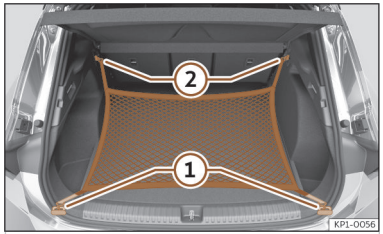

Abb. 191 Im Gepäckraum: Ösen (1) und Haken (2) zum Einhängen des Gepäckraumnetzes.
- Hängen Sie die kurzen Haken des Netzes in die Verzurrösen ein ››› **(Abb. 191)** ① ››› ⚠. Der Reißverschluss des Gepäckraumnetzes muss dabei nach oben zeigen.
- Befestigen Sie die Spanngurte in den Taschenhaken ②.